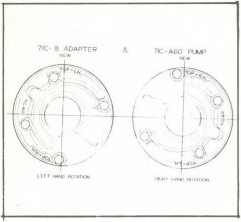

Fig. 65 Orientation Markings for Present 7IC-A60 Pump on the 7IC-8 Adapter
70. Orient the pump mounting bolt holes and arrow indicating direction of rotation to correspond with the direction of rotation required by the engine, (Fig. 65). If not installed for the proper rotation the pump will not produce oil pressure to operate the transmission when engine is started.